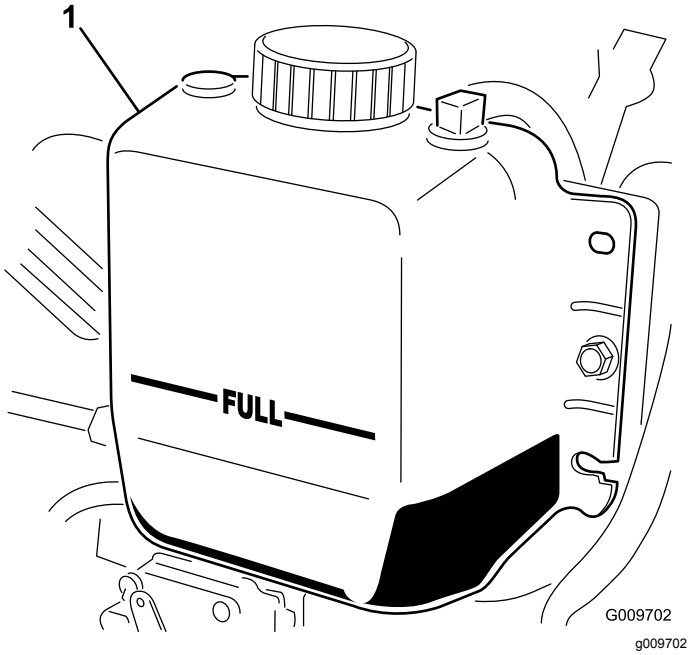

Figuur 19
2. Controleer het koelvloeistofpeil in de radiateur. De radiateur moet worden gevuld tot de bovenkant van de vulbuis, en de expansietank tot de vol-markering (Figuur 19).